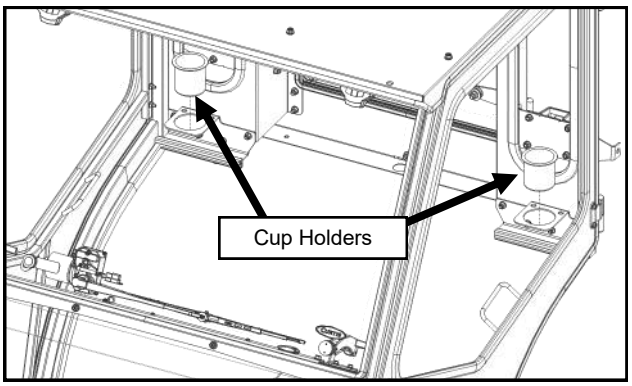

Fig. 26.2 (Install Cup Holders)
26.2 Install both cup holders into the rear of the side frames by just dropping them in place. See Figure 26.2.